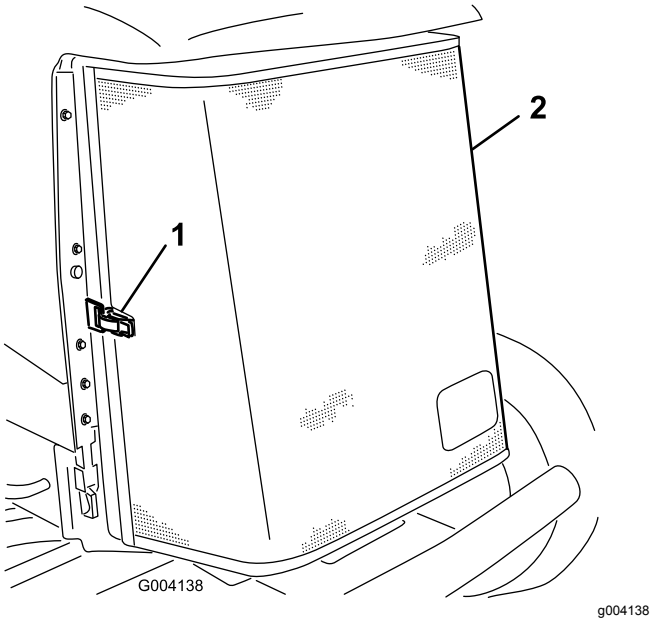

Figur 59
3. Lås klemmen op, og drej kølergitteret for at åbne det (Figur 59).